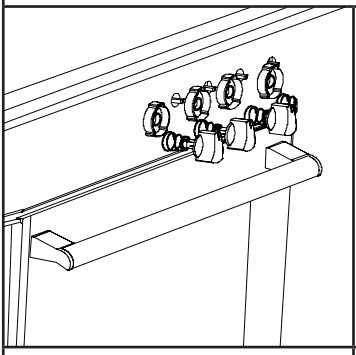

Figura 4
**1.** Coloque los quemadores de la cocina en posición baja y tire de los mandos de control de la cocina situados en el panel de control (Véase la figura 4).